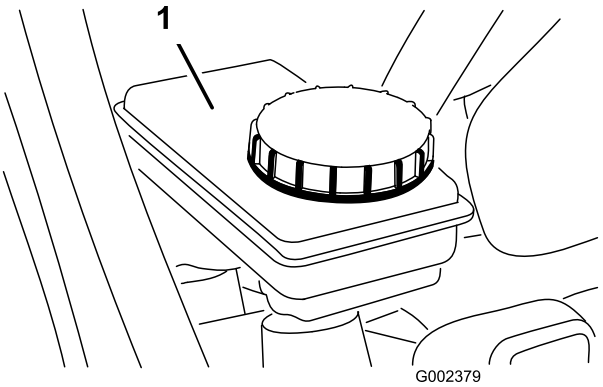

Figur 21
2. Vätskenivån ska nå upp till markeringen ”Full” i behållaren (Figur 21).